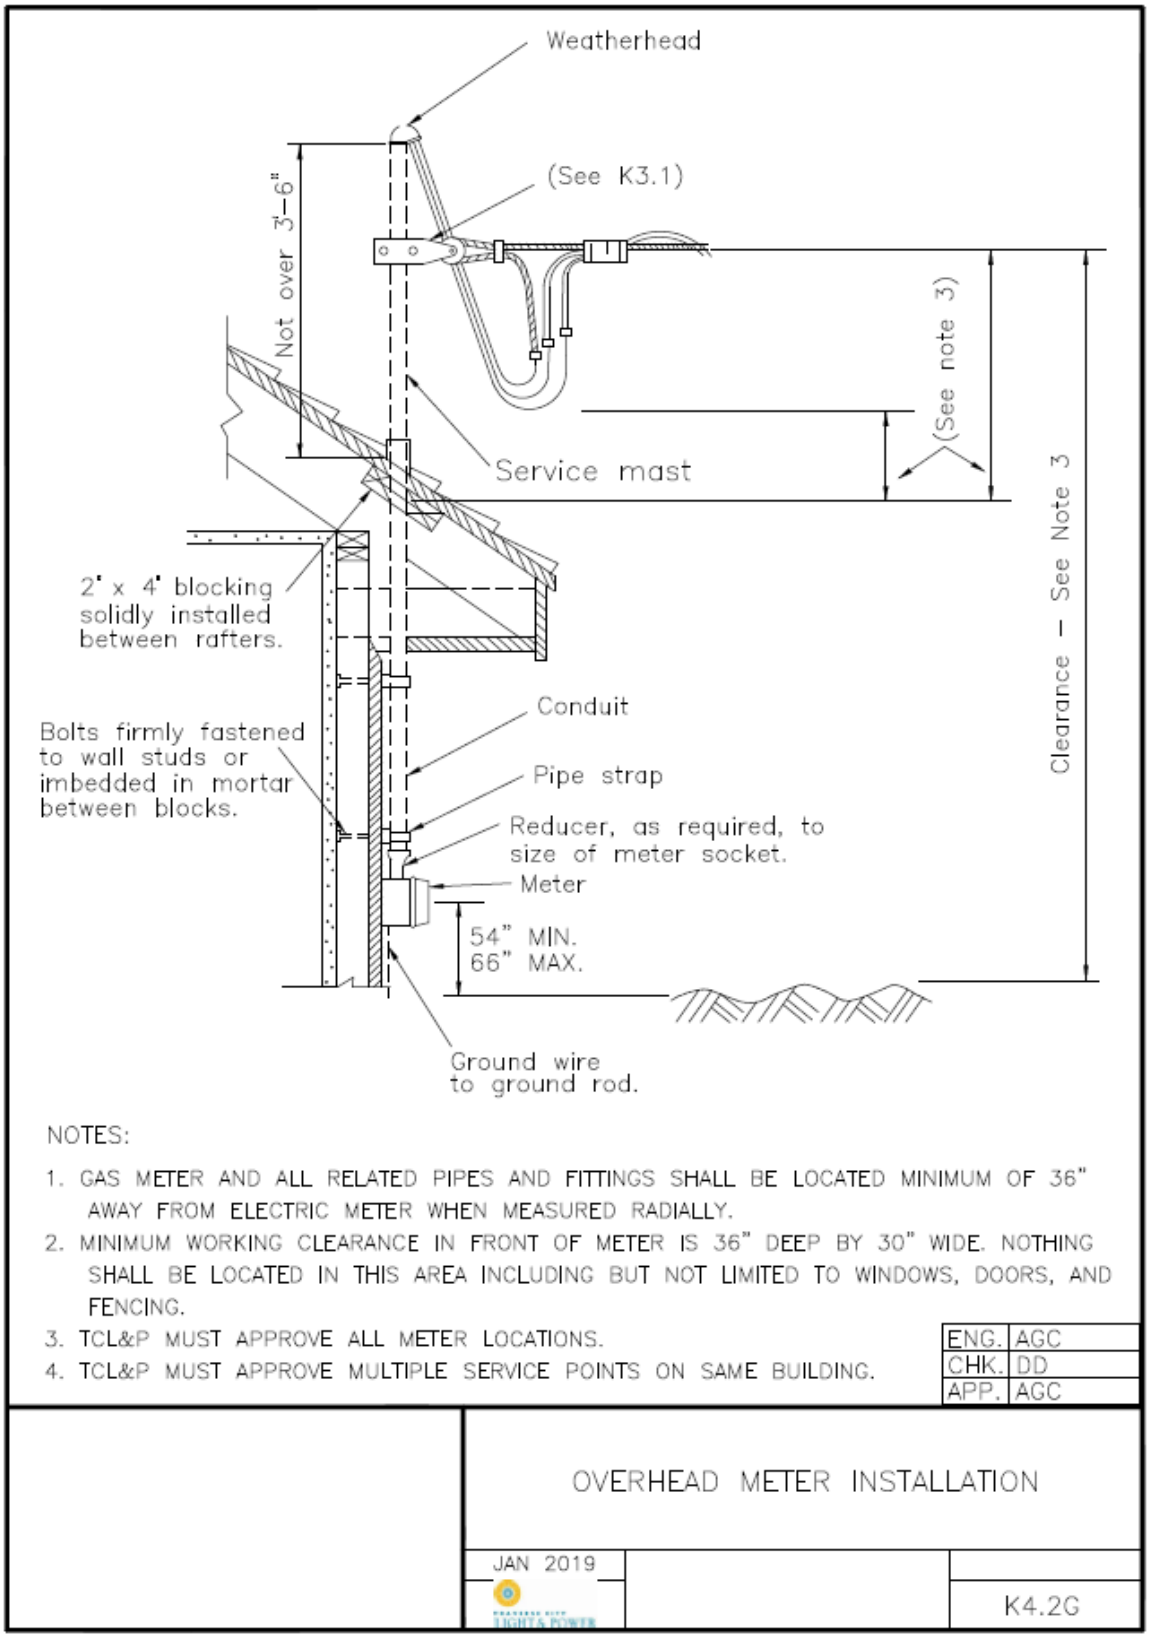

**Figure 8.1 – Overhead Meter Installation**
e. Refer to Figure 8.1 for more detail.